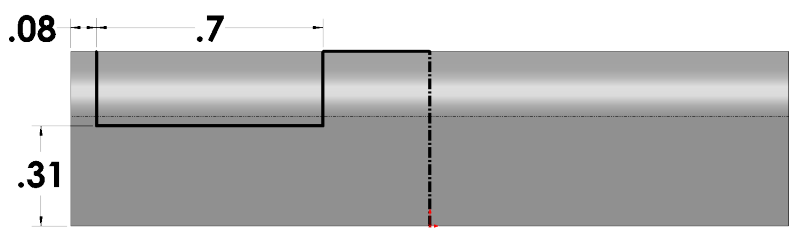

Fig. 14
Step 8. Add dimensions, **Fig. 14**.